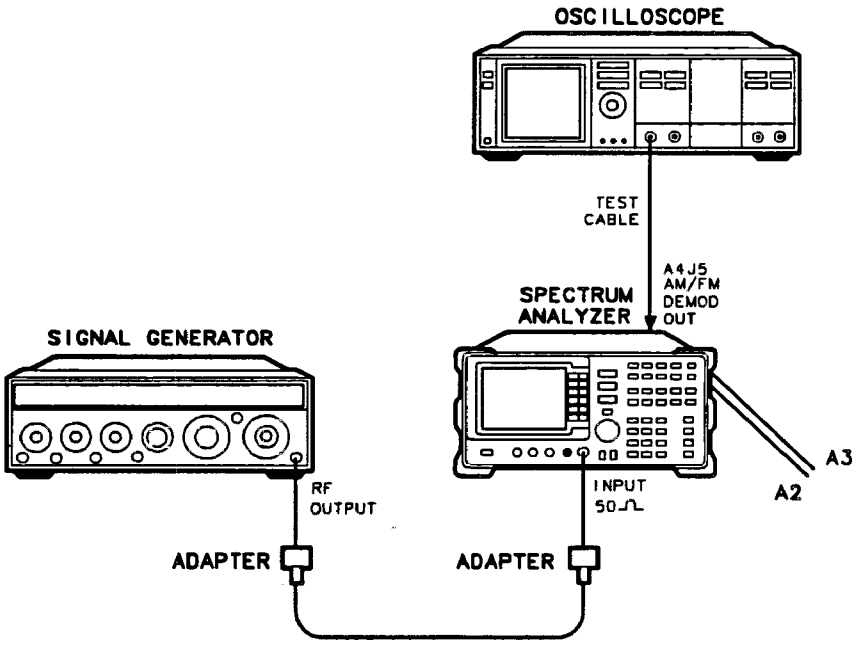

Figure 2-15. Demodulator Adjustment Setup
1. Set the HP 8562A/B (LINE) switch OFF. Place the analyzer in the service position as illustrated in Figure 2-15. Disconnect W28 from A4J5.